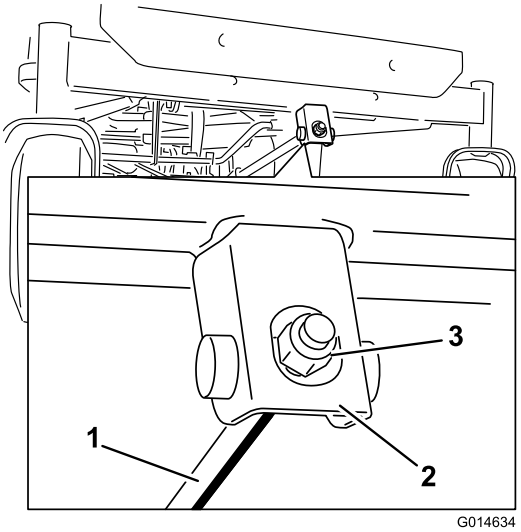

Figur 65
6. Rotere justeringsmutteren foran på gressklipperen (Figur 65) for å justere knivens helling på langs.